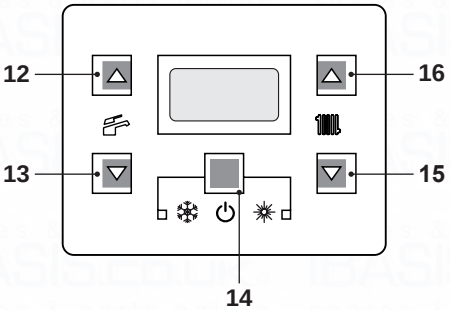
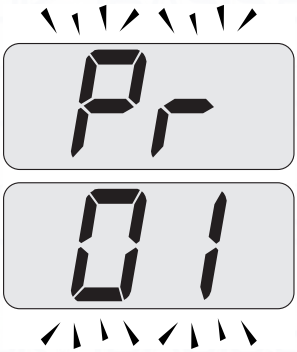
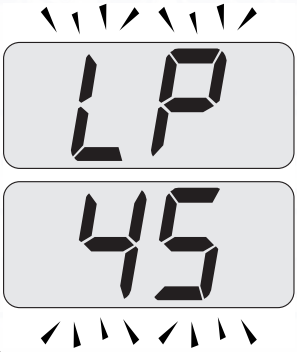
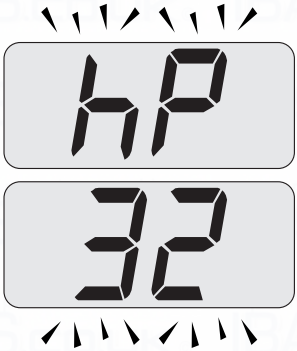

Fig. 9.18
Fig. 9.19
Fig. 9.20
Fig. 9.21
- Enter in "programming mode" by pressing keys 14 - 15 - 16 (Fig. 9.18) for 10 seconds at the same time until the letters **Pr** that alternate with code **01** are displayed on the LCD display, indicating that "parameter 01" (Fig. 9.19) has been activated.
- Press keys 15 and 16 (Fig. 9.18) at the same time until the LCD display displays the letters **LP** that alternate with the heating water temperature value (e.g.**45**), indicating the activation of the "chimney sweep function" at minimum output (Fig. 9.20).
- By pressing 16 (Fig. 9.18) it is possible to change power in chimney sweep mode: with the letters **hP** on the LCD display which alternate between the heated water temperature (i.e.**32**), we are in the “chimney sweep function” at the minimum power during heating (Fig. 9.21).
- Press keys 14 - 15 - 16 (Fig. 9.18) at the same time again to exit the "chimney sweep mode" and return to the previously set boiler status (Fig. 9.24).